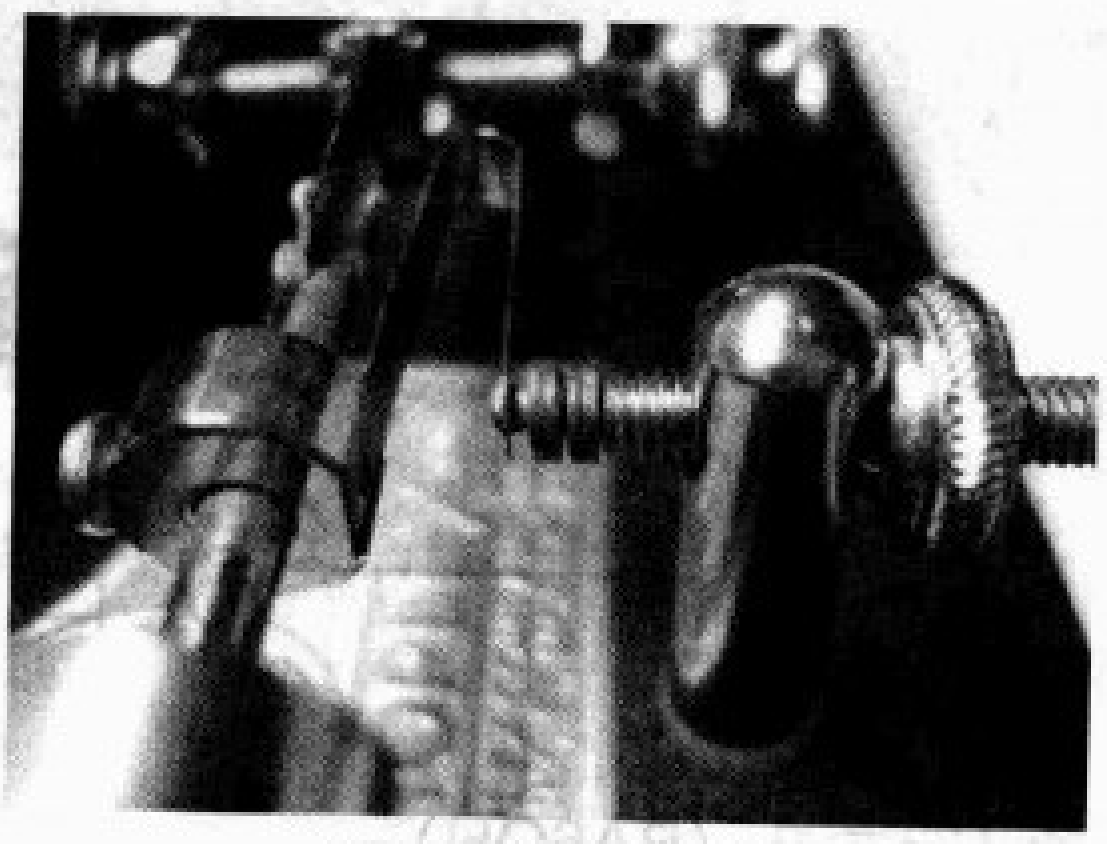

图4 电键接触点
5. 用最细的”砂纸”(Finest Sandpaper)轻磨接触点表面再以清洁喷剂清洗，见图4。